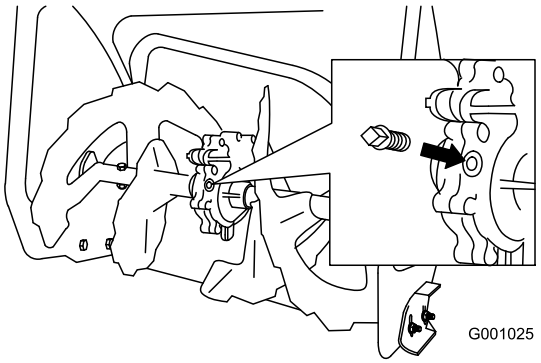

Figur 41
2. Rengør området omkring rørproppen (Figur 41).